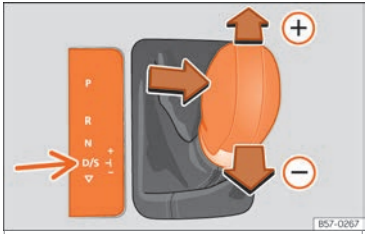

Fig. 259 Centre console: changing gear with tiptronic
– Move the selector lever forwards ⊕ to select a higher gear ››› Fig. 259.